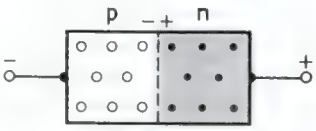

Bild 10. p/n-Übergang; angelegte Spannung und Diffusionsspannung gleich gerichtet
2. p/n-Übergang in Sperr-Richtung (Bild 10)
Wie Bild 10 zeigt, ist das durch die Diffusion erzeugte Spannungsgefälle genau so gerichtet, wie die äußere (Klemmen-)